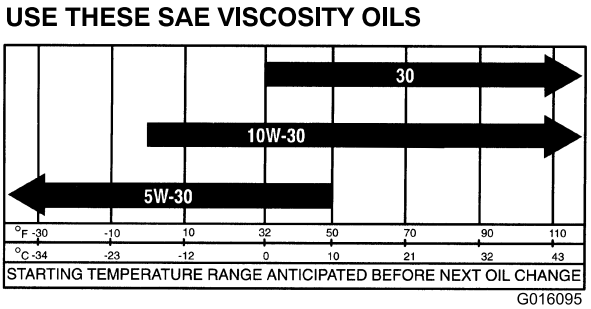

Figur 14
**Motoroljans viskositet:** 10W-30. Välj viskositet för motoroljan beroende på omgivningstemperatur – se tabellen i Figur 14.